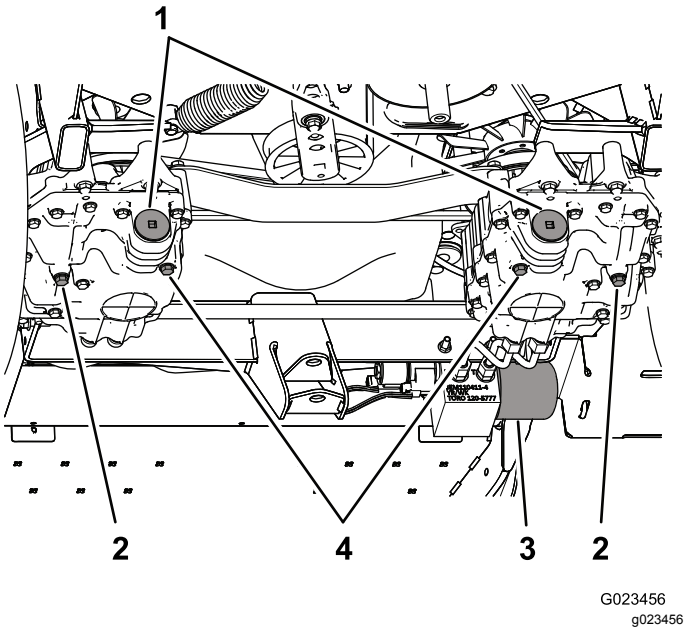

**Figur 69**
3. Fjern aftapningsproppen på pumpesiden og aftapningsproppen på gearsiden (Figur 69) og lad al olien løbe ud.